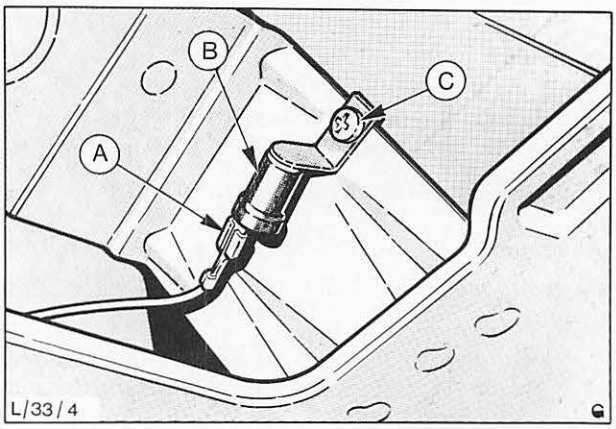

Abb. 26 Schalter – Laderaumbeleuchtung
4. Kabel vom Schalteranschluß abklemmen, Befestigungsschraube lösen und Schalter ausbauen, Abb. 26.